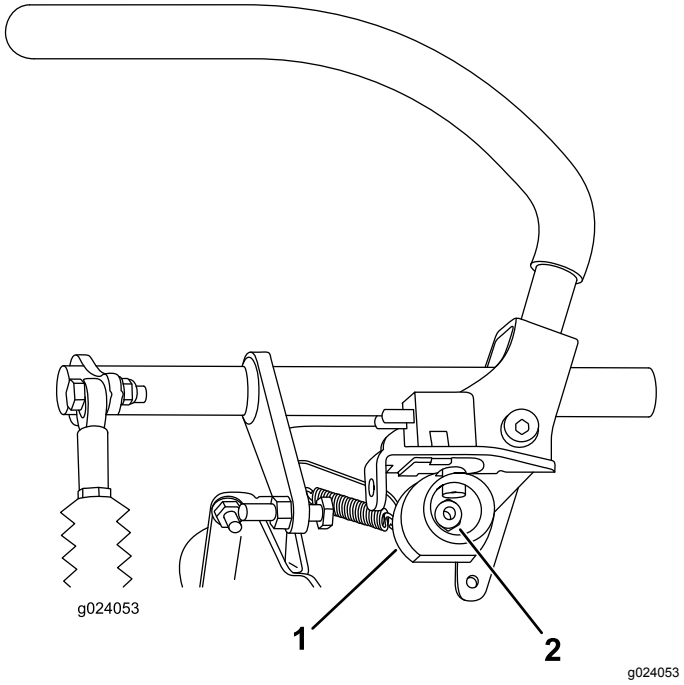

Rysunek 68
6. Poluzuj nakrętkę przytrzymującą krzywkę (Rysunek 68).